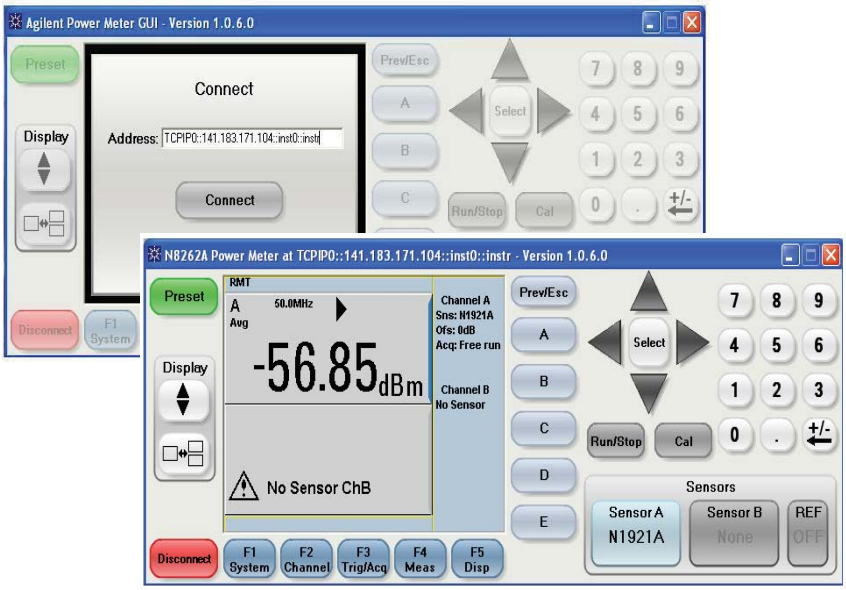

Figure 7. P-Series soft front panel
4. Set up the P-Series soft front panel connectivity (See **Figure 7**)	From Synthetic Instrument Finder, right-click on N8262A and click **"Copy the VISA Address to clipboard (IP Address)"** or **"Copy the VISA Address to Clipboard (hostname)"**. Paste it into the Address box of P-Series soft front panel. Click **{Connect}**.